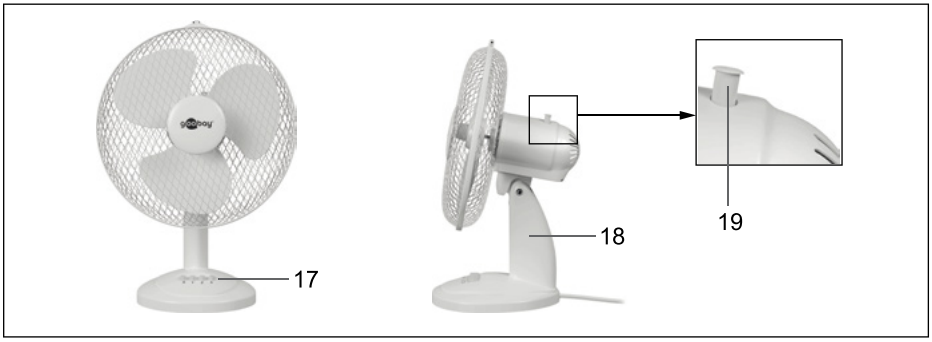

Fig.6: Fertig montierter Tischventilator
1. Fassen Sie den Ventilator nur am Sockel (18, Abb. 6) an und stellen Sie ihn auf eine staubfreie, stabile und horizontale Oberfläche.
Die Gebläsestärke kann in 3 Stufen durch Drücken der Ducktasten 0-3 (17, Abb. 6) eingestellt werden:
EIN: Drücken Sie den Stift zur Rotationseinstellung (19, Abb.6) in das Motorgehäuse.